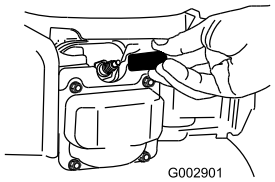

Figur 20
2. Lossa tändkabeln från tändstiftet (Figur 20) innan du utför underhåll.